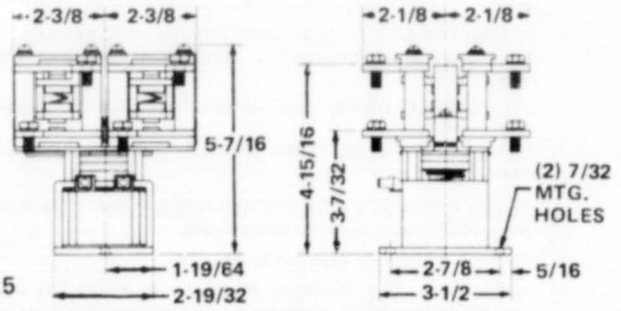

Fig. 5
* See Fig. 5 for 100 amp. 2N.O. and 2 N.C. dimensions.